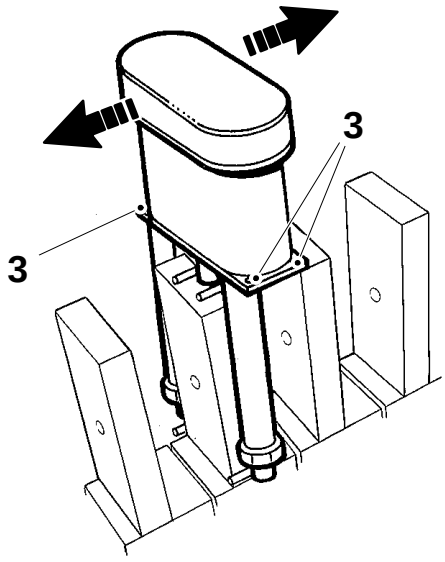

Fig. 2
The complete FS element can be moved in longitudinal direction by loosening the screws (3), see fig. 2.